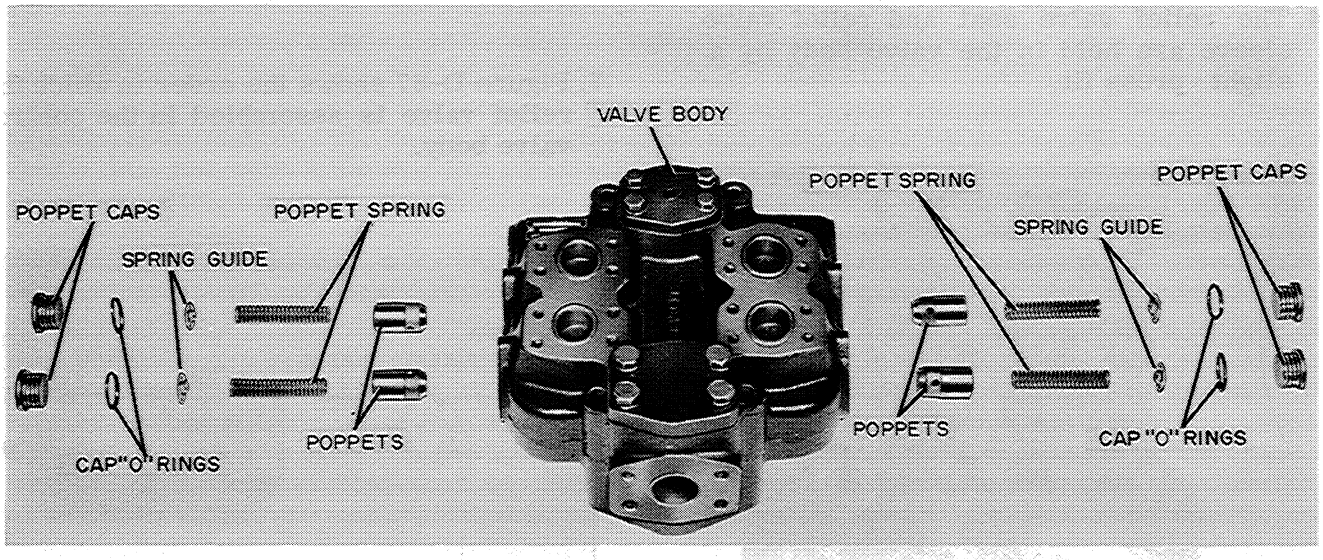

Figure D-70
2. Figure D-70 shows the order in which the drop check valves are assembled in the control valve body.